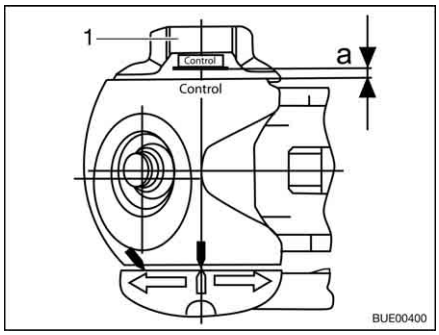

Fig. 196 Friction control
- Turn the handwheel (Fig. 196,1), until it can be heard and felt that the torque limiting mechanism grates. Direction of rotation: In a clockwise direction.
- Distance a > 0 (Fig. 196): Wear within the permissible range.